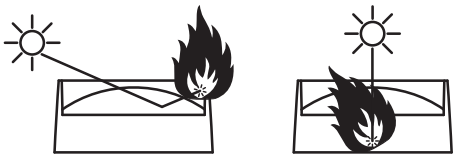

**Figure 2 : Dommages potentiels provoqués par le soleil**
***Attention ! Voir Figure 2. La lentille frontale du MAC Ultra Performance peut concentrer les rayons du soleil, créant ainsi un risque d'incendie potentiel et de lourds dommages qui ne sont pas couverts par la garantie. Placez ou protégez la tête de sorte que la lentille frontale ne soit pas exposée à la lumière du soleil ou à une autre source lumineuse puissante sous n'importe quel angle, même pendant quelques secondes.***